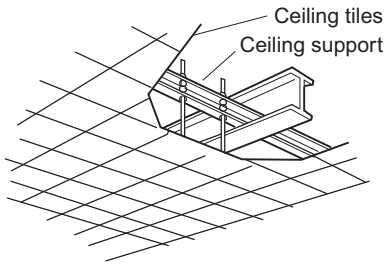

Fig. 2-141
- Use existing ceiling supports or construct a suitable support as shown in the diagram. (Fig. 2-141)